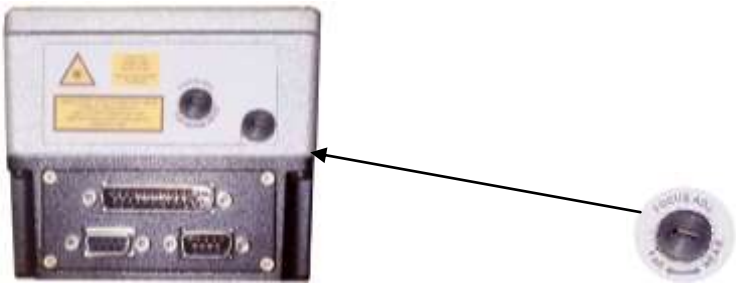

**Figure 98 - Focus Adjustment Screw**
The adjustment can be simply made through an external screw placed on the back of the optic HEAD and protected by a cap (Figure 98). The screw may be rotated either clockwise or counterclockwise in order to move the scanner internal lenses. In particular, a clockwise rotation causes a farther focus from the scanner, while a counterclockwise rotation causes a nearer focus to the scanner.
1) Remove the regulation screw protecting cap (see Figure 98) positioned on the back of the optic Head;